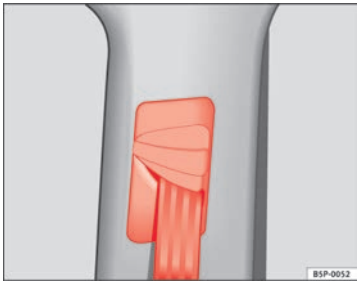

**Fig. 17 Location of the belt height adjuster**
– Press the upper part of the shoulder belt guide and hold it in this position ⇒ Fig. 17.